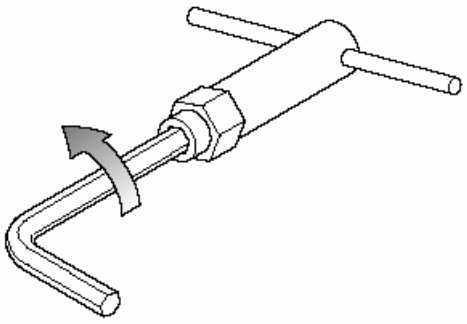

Рис. 18
- с помощью специального ключа отвинтите дозатор форсунки (см. рис. 18);